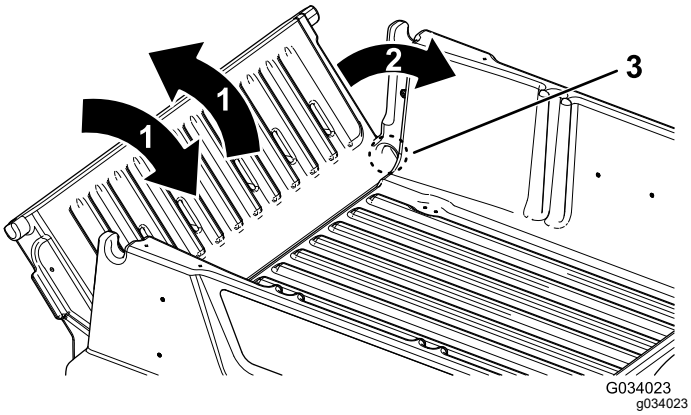

**Figur 18**
2. Drej bagklappen til en position på cirka 45° (Figur 18).
3. Drej bagklappen frem og tilbage flere gange med en kort, vibrerende bevægelse (Figur 18).